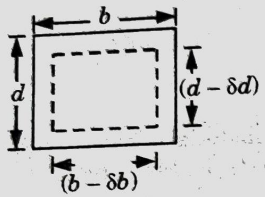

Fig. 1.3.2.
2. Let a rectangular bar of length, L, breadth, b and depth, d is subjected to an axial tensile load, P as shown in Fig. 1.3.2. The length of the bar will increase while the breadth and depth will decrease.